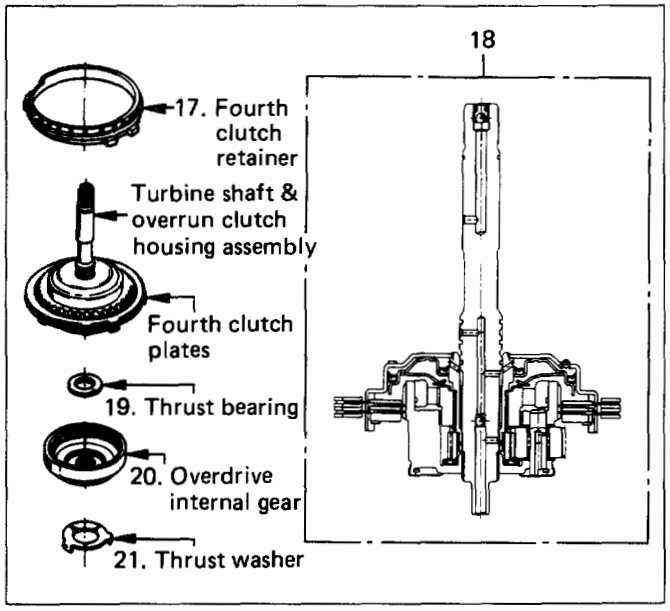

Fig. 7A-35
21. Thrust washer (Fig. 7A-35)
22. Adapter case and center support assembly. (Fig. 7A-36)
23. Fourth clutch spring retainer (Fig. 7A-36)